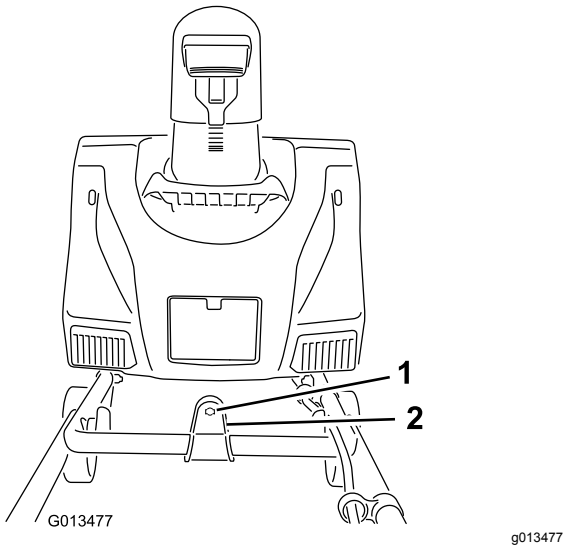

Figur 4
2. Før enden af sliskekontrolstangen gennem kilehullet i beslaget, der er monteret øverst på det nederste håndtag (Figur 4).